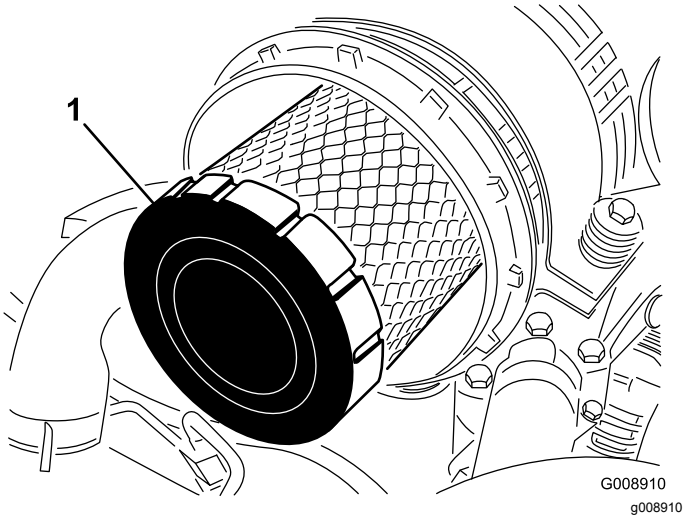

Figuur 97
4. Verwijder het voorfilter (Figuur 97).